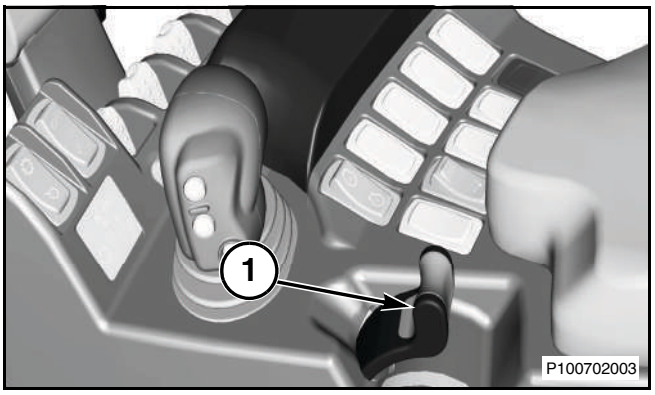

Рис. 23
Рис. 23: Для изменения частоты вращения двигателя используйте рычаг (1) управления подачей топлива. Передвиньте рычаг вперед, чтобы увеличить, или назад - чтобы снизить обороты двигателя.